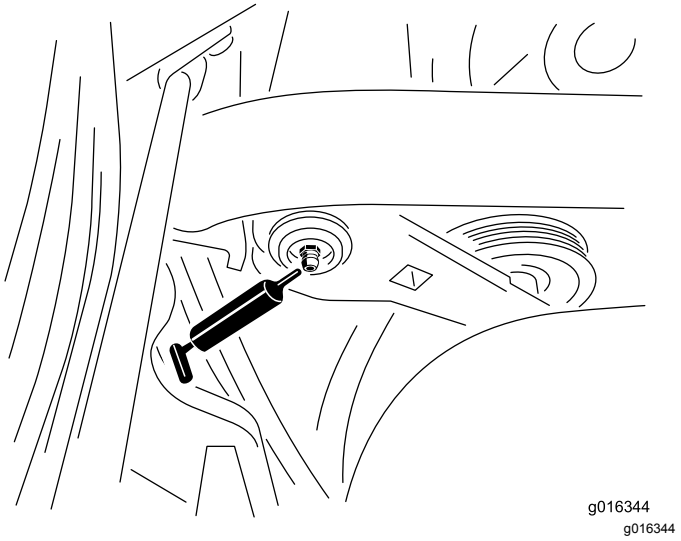

Figuur 27
1. Veeg de smeernippel schoon zodat u geen vuil in het lager of de lagerbus brengt (Figuur 27).